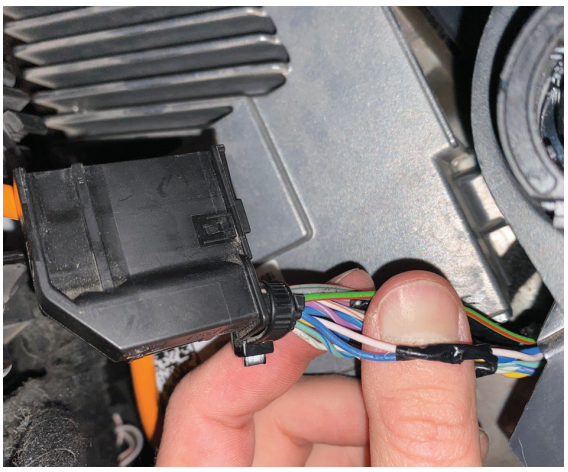

Fig. 42: Locate the wires from pins 7 and 20.
13. Remove the sheath around the harness near the connector and locate the twisted pair coming out of pins 7 and 20 on the GWM connector (Fig 42).